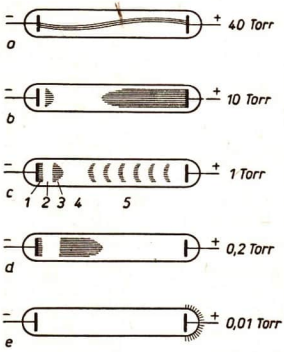

Abb. 10/2. Entladungserscheinungen bei verschiedenen Drücken
Bei normalem Luftdruck tritt keine Entladung auf. Bei etwa 40 Torr ist eine *fadenförmige Leuchterscheinung* zwischen den Elektroden als Zeichen einer Entladung festzustellen (Abb. 10/2 a). Wird der Druck weiter erniedrigt, so entsteht eine *Glimmentladung*, die sich mit der Druckerniedrigung verändert (Abb. 10/2 b bis e). Zunächst ist dabei die negative Elektrode (Katode) von einer *Glimmhaut* (1 in Abb. 10/2 c) überzogen. Daran schließt sich in Richtung auf die positive Elektrode (Anode) eine relativ dunkle Zone an (2), nach ihrem Entdecker *Hittorfscher Dunkelraum* genannt. Mit einem scharfen Glimmsaum beginnt dann das hell leuchtende *negative Glimmlicht* (3), das allmählich in den nach seinem Entdecker benannten *Faradayschen Dunkelraum* (4) übergeht. Diesem Dunkelraum folgt bis zur Anode die leuchtende *positive Glimmsäule* (5). Mit zunehmender Luftverdünnung werden der Hittorfsche Dunkelraum und das negative Glimmlicht größer, während das positive Glimmlicht sich in mehr und mehr verblassende Schichten aufteilt.